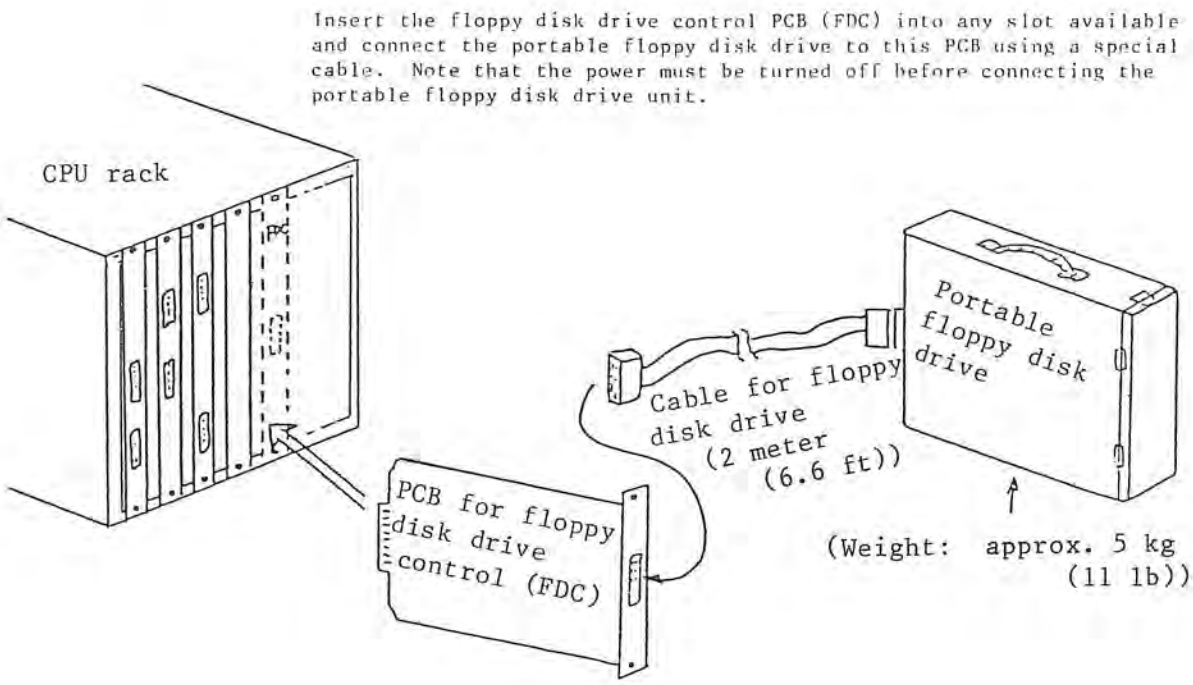

Fig. 5-13 Connection of Portable Floppy Disk Drive
1) Turn off power supply and connect the portable floppy disk drive to the OSP5ØØØL-G as shown in Fig. 5-13.